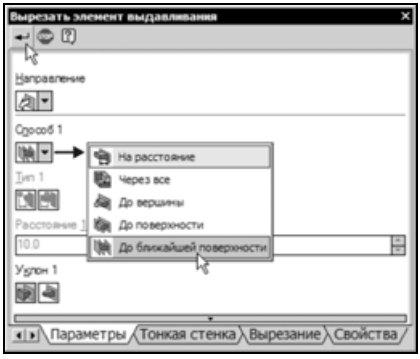

Рис. 8.109
- Раскройте список поля **Способ 1** (рис. 8.109), выберите способ задания глубины выдавливания **До ближайшей поверхности** и нажмите **Создать объект**.